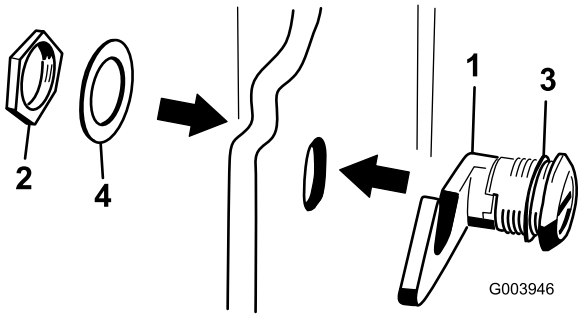

Figuur 16
3. Verwijder de moer uit de motorkapsluiting (Figuur 16).
4. Steek het haakeind van de sluiting vanaf de buitenkant van de motorkap door de opening in de motorkap. Zorg dat de rubberen afdichtring aan de buitenkant van de motorkap blijft (Figuur 16).